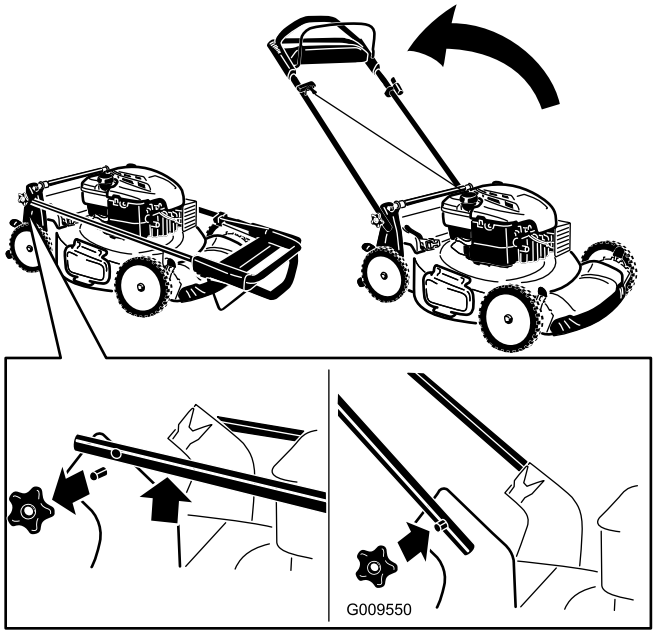

Bild 3
1. Nehmen Sie die Bügelhandräder vom Maschinengehäuse ab (Bild 3).